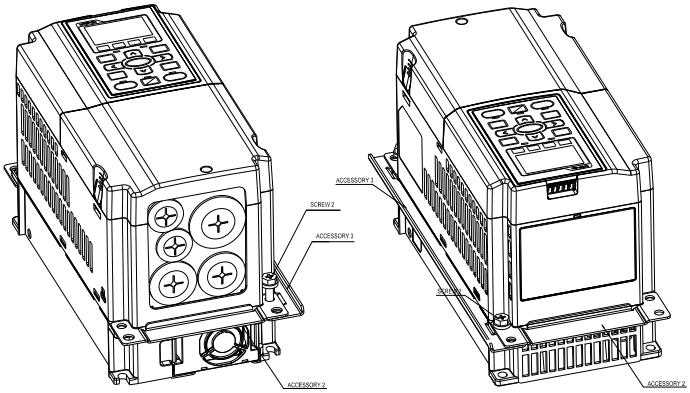

Figure 2
2. Install accessory 2&3 by fastening 2 of the screw 2(M6) (figure 2).